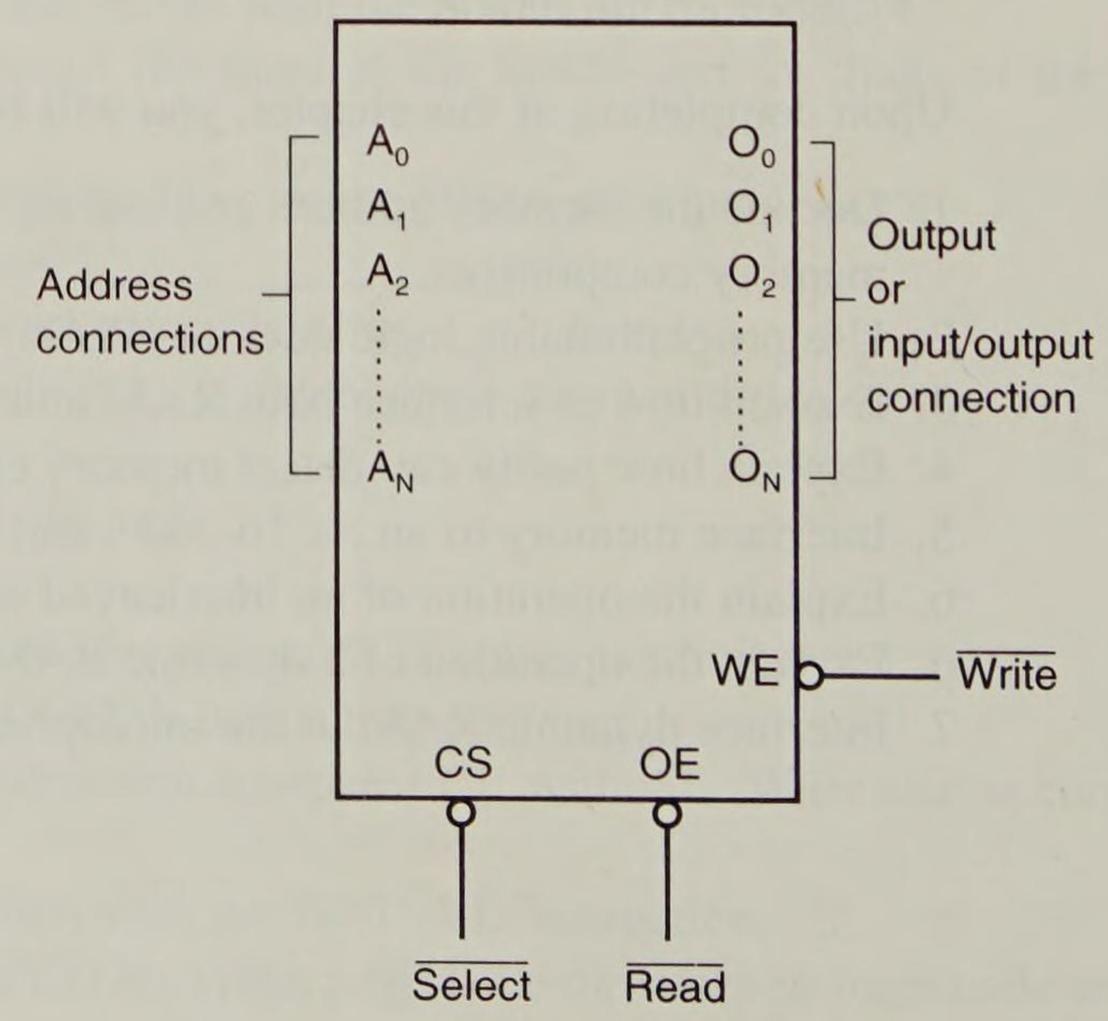

**FIGURE 10–1** A pseudo-memory component illustrating the address, data, and control connections.
The pin connections common to all memory devices are the address inputs, data outputs or input/outputs, one or more selection inputs, and at least one control input used to select a read or write operation. See Figure 10–1 for ROM and RAM generic memory devices.
*Data Connections.* All memory devices have a set of data outputs or input/outputs. The device illustrated in Figure 10–1 has a common set of input/output (I/O) connections. Today many memory devices have bidirectional common I/O pins used for both reading and writing data.
The data connections are the points at which data are entered for storage or extracted for reading. In the sample memory device shown in Figure 10–1, there are eight I/0 connections, which means that the memory device stores 8 bits of data in each of its memory locations. An 8-bit-wide memory device is often called a *byte-wide* memory. Although most memory devices are currently 8 bits wide, not all are. Some devices are 16 bits, 4 bits, or just 1 bit wide.